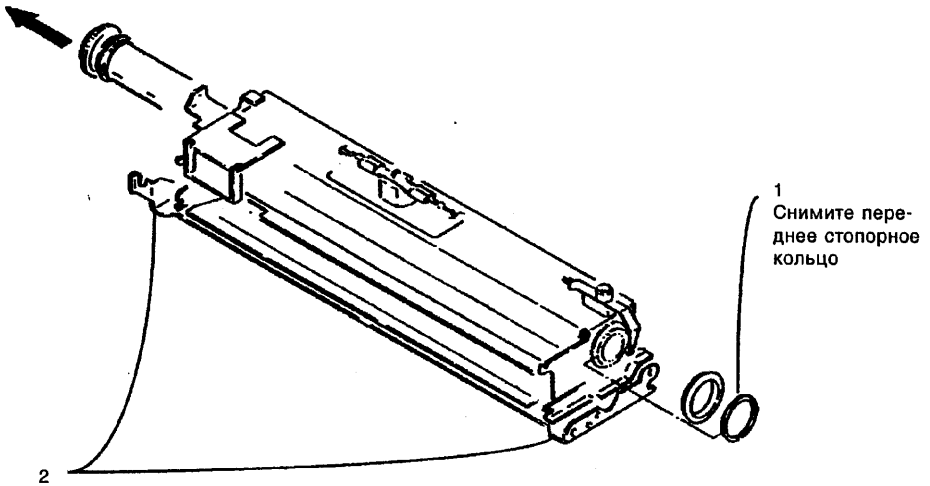

Рисунок 1. Снятие нагревательного валика.
7. (рис. 1) Снимите нагревательный валик.